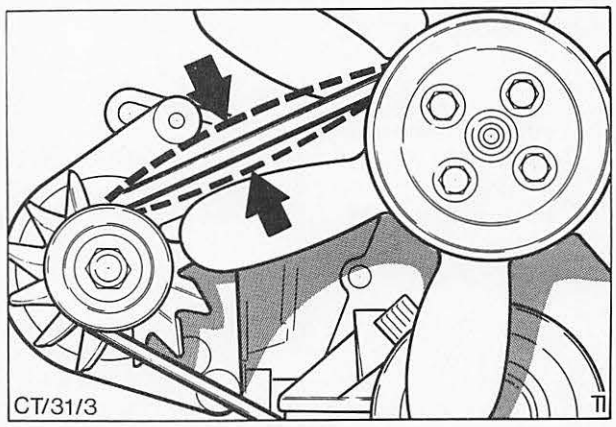

Abb. 17 Keilriemenspannung prüfen
8. Keilriemen montieren und so weit spannen, bis das Gesamtspiel in der Mitte der längsten Riemenspannweite 13 mm beträgt, Abb. 17. Befestigungsschrauben festziehen.